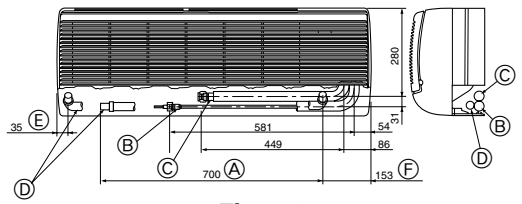

Fig. 4-2
① Расположение труб хладагента и дренажных труб (Fig. 4-2)